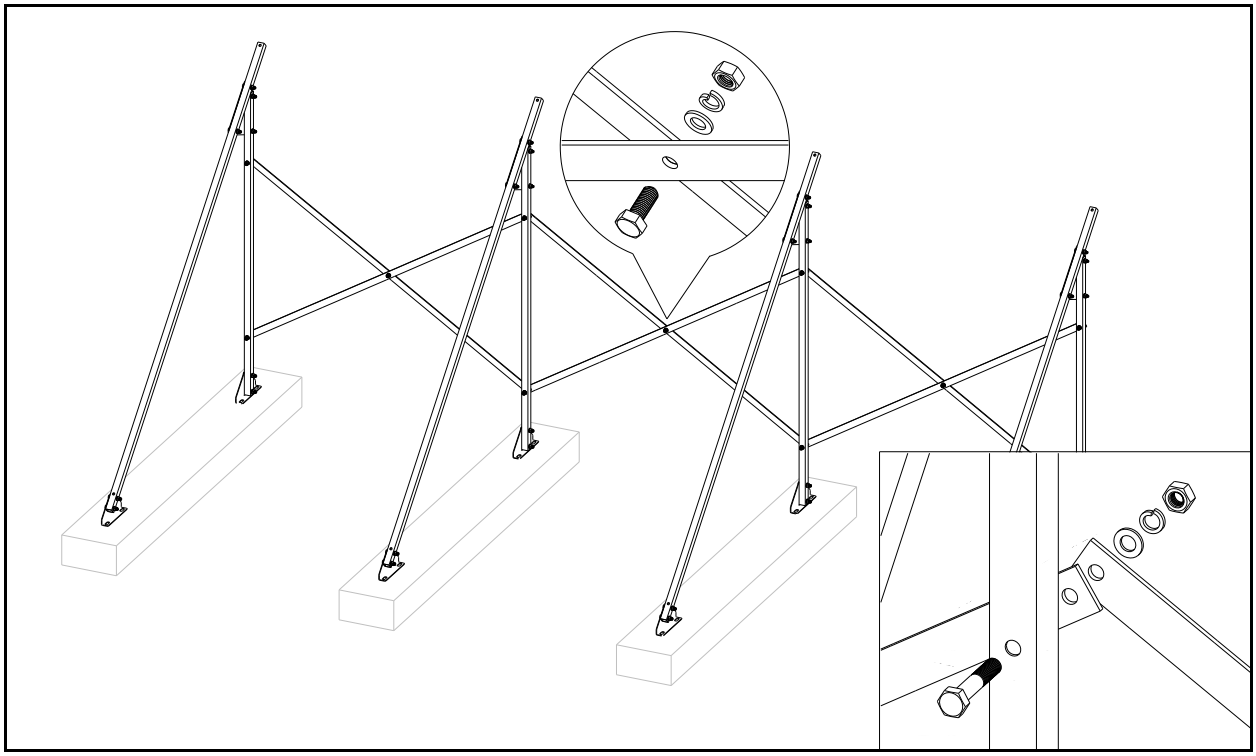

Рис. 22 Соединение опор при помощи крестовин
3) соединить опоры при помощи крестовин на основании (см. рис. 22) с использованием комплектов крепежа с болтами М8х45 и М8х25;